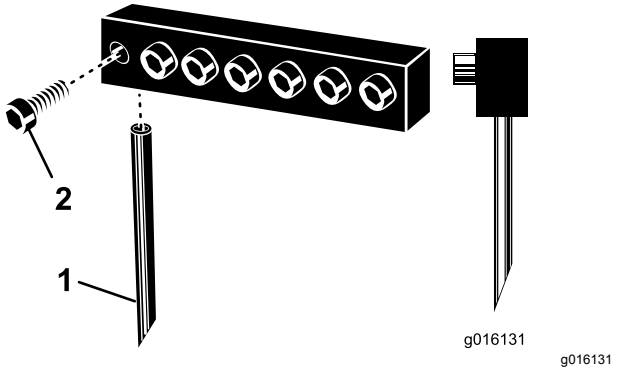

Figur 30
3. Løsn låseboltene, og fjern de tidligere brugte tines (Figur 30).
Bemærk: Hule kernetines skal placeres med åbningen til udblæsning bagest, mens massive tines skal have tinespidsen mod maskinen (Figur 30).